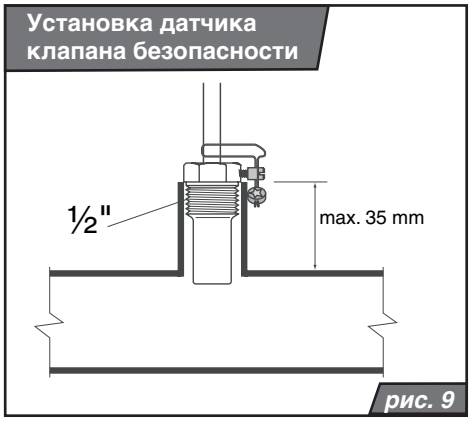

рис. 9
4. В случае отопительной системы с принудетельной циркуляцией, рекомендуется максимально до 0,5м от выхода отопительной воды из котла подготовить внешный выход (рис. 9) с внутренной резьбой " и в нее установить датчик температуры отопительной воды из клапана безопасности Caleffi 544 (рис. 6, позиция 4).